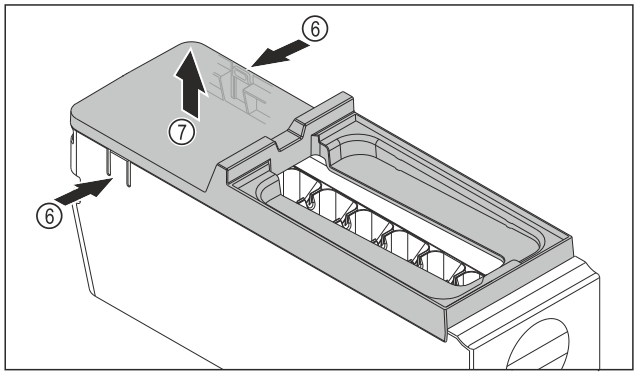

Fig. 146
▶ Removing the EasyTwist-Ice body cover: Push the tabs *Fig. 146 (6)* on both sides of the EasyTwist-Ice body with one hand.
▶ Use the other hand to remove the cover *Fig. 146 (7)* upwards.